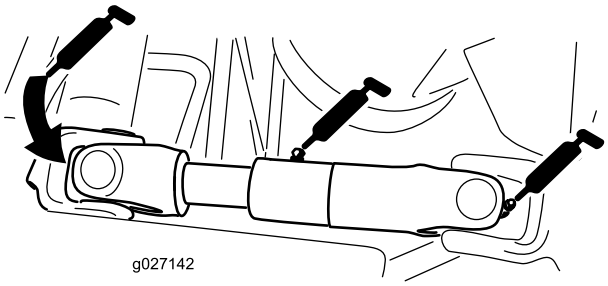

Figur 45
- Pumpens drivaxel, U-led (3) (Figur 45)